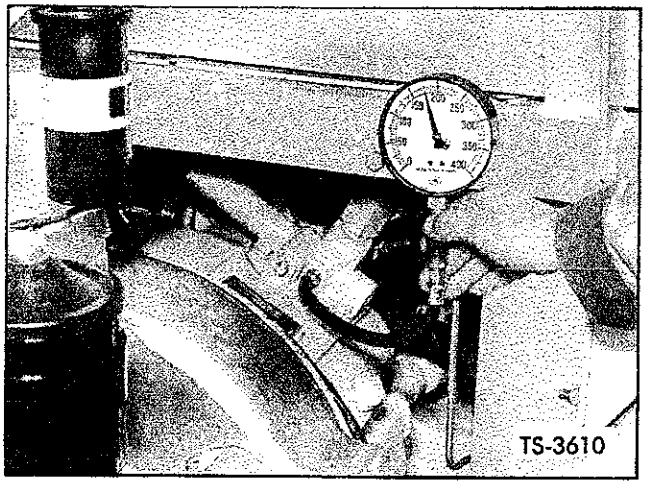

Fig. 38. Check Pressure — Transmission Clutches
1. Install an accurate gauge (0 to 400 psi capacity) at the pressure regulator valve as shown in Figure 38.